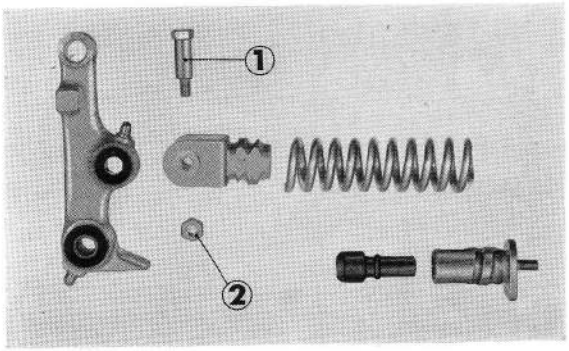

**Figure 4-10 : ① boulon de chape ② écrou de 6 mm**
4. Oter l'écrou de 6 mm, démonter le boulon de chape et la chape. La suspension est alors désassemblée. (figure 4-10)